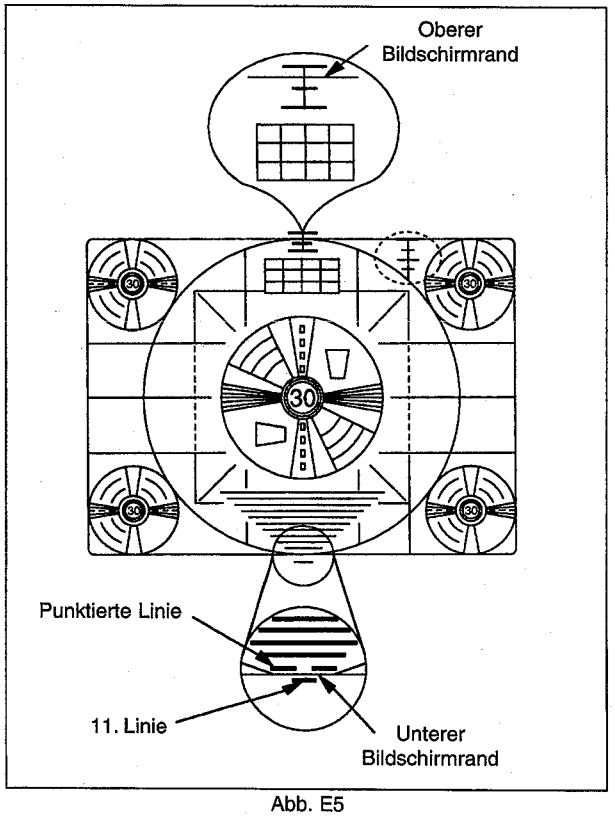

Abb. E5
- Mit den Pfeiltasten " ◀ " und " ▶ " den oberen und unteren Rand des Kreistestbildes entsprechend Abb. E5 einstellen.